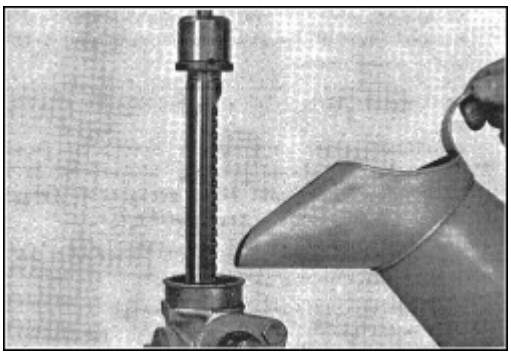

Abb.18 Einfüllen des Lenkgetriebe-Öls
22. Lenkgetriebe mit 0,15 Liter Hypoid-Öl der Viskositätsklasse SAE 90 füllen, Abb.18.